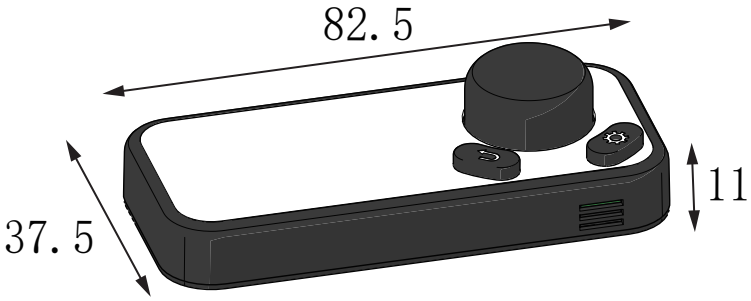

Figure 5
4.Finally, press the top cover firmly onto the back cover as shown in "Figure 5".